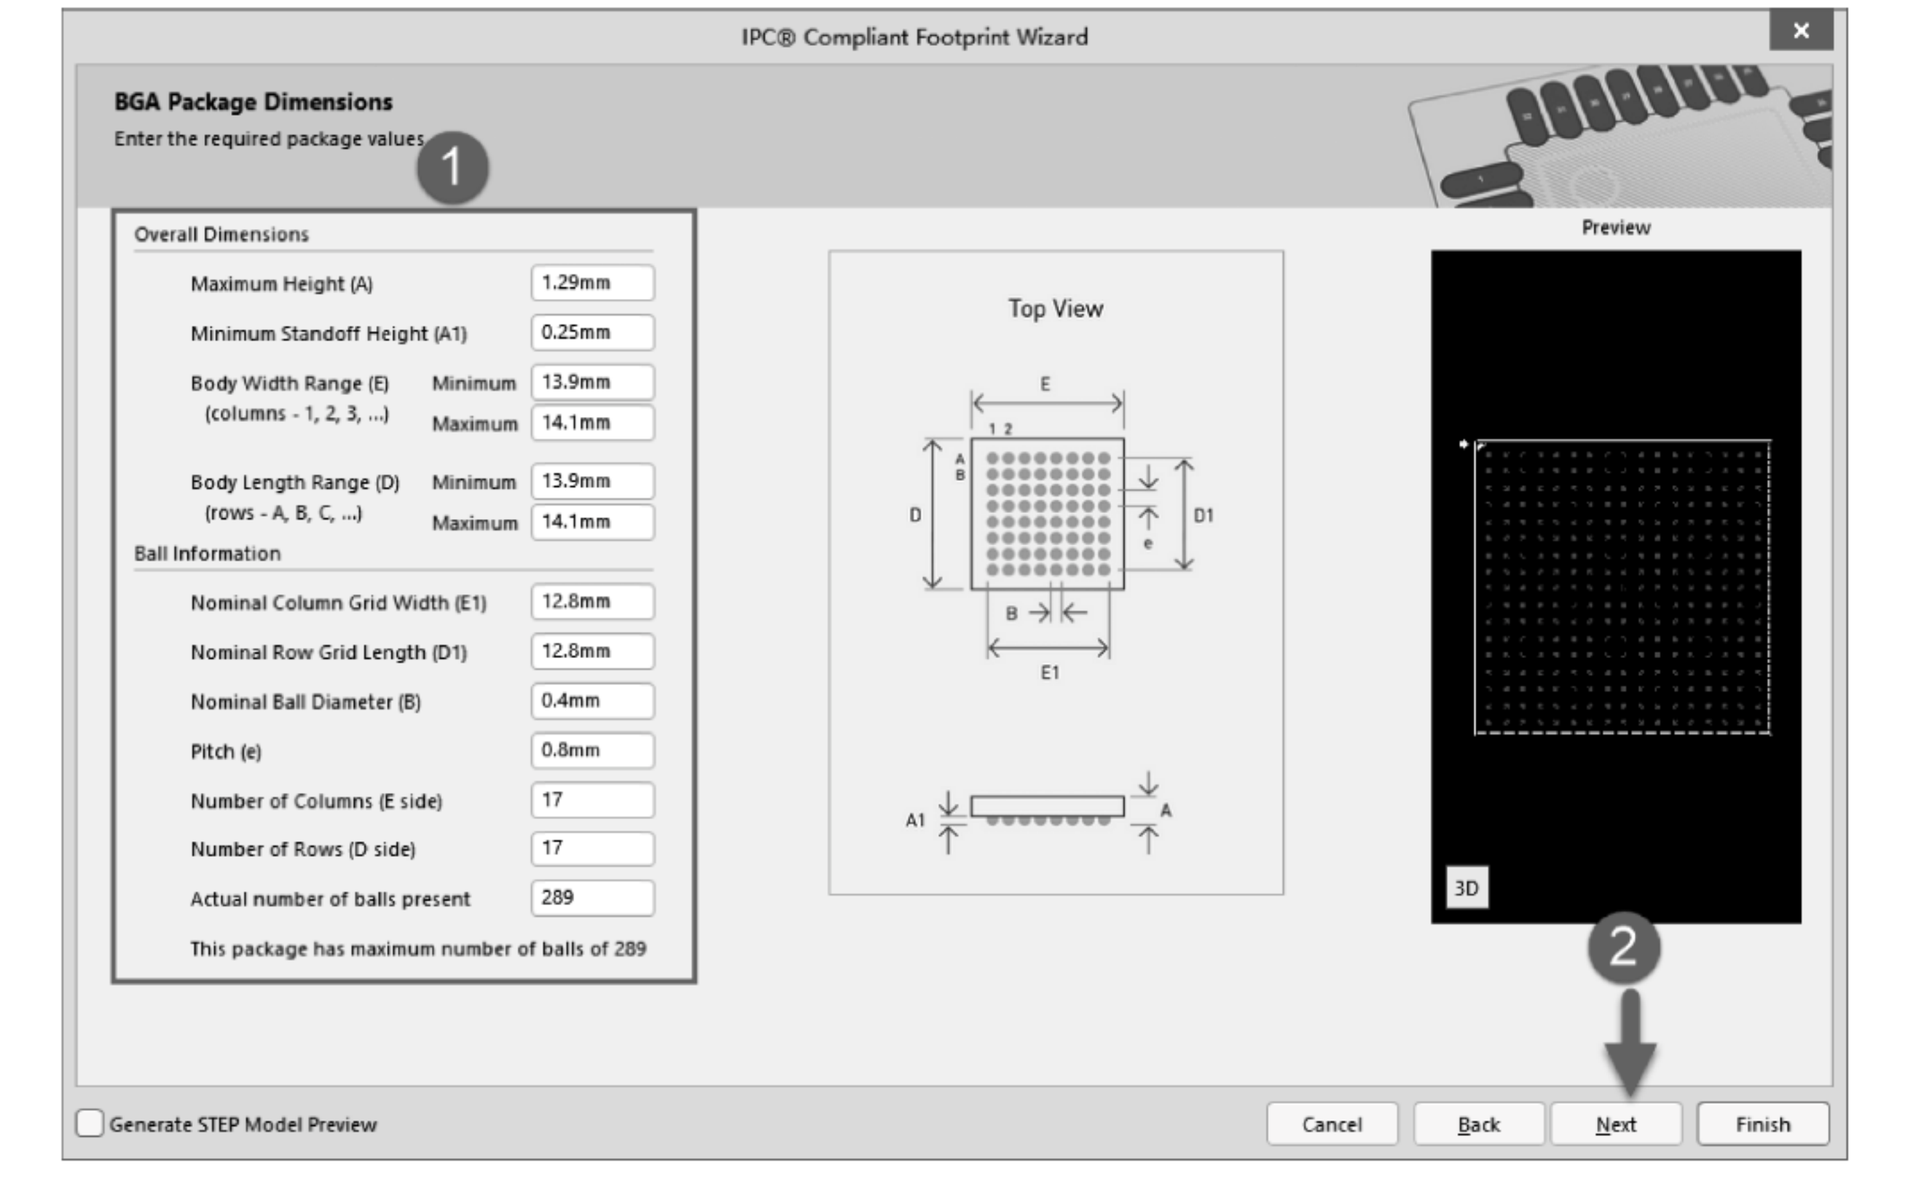

图 1-113　数据输入
(3) 根据规格书，依次输入相关数据(单位选择公制单位)，接着单击 Next 按钮，如图 1-113 所示。